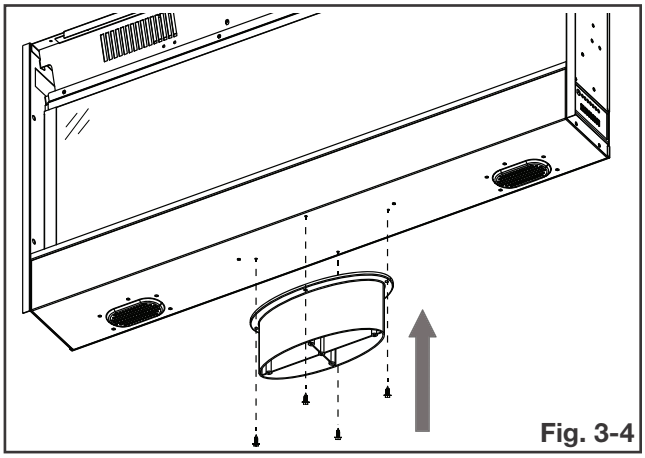

Fig. 3-4
D. Align the center stand piece to the bottom holes and secure it into the appliance using the screws previously removed in step D **(Fig. 3-4)**.